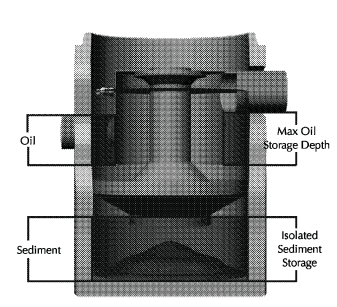

Figure 1: *Downstream Defender Maximum Storage Depths*
1. Refer to Dowmstream Defender Clean-out Detail (Fig. 1) for measurement of depths.